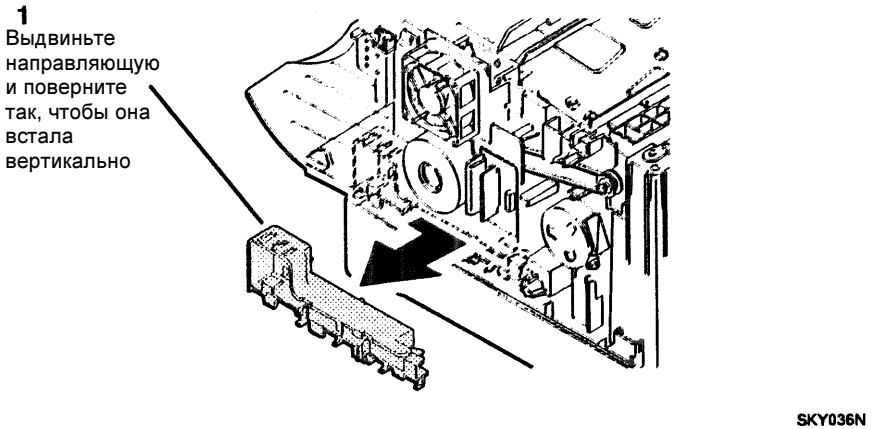

Рисунок 1. Снятие направляющей жгута
2. (Рисунок 1): Снимите направляющую жгута.